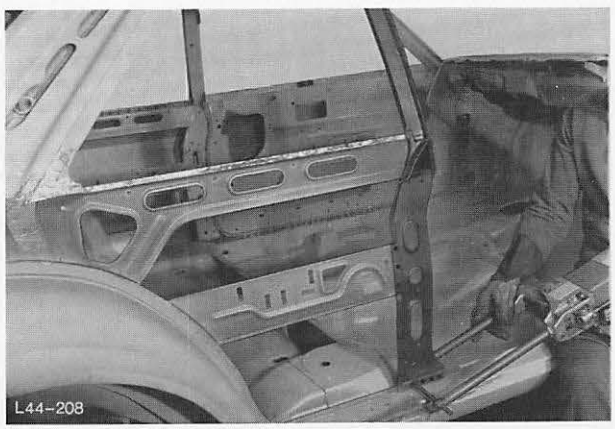

Abb. 223 B-Säule punktschweißen
7. B-Säule an zugänglichen Schweißstellen anpunkten, Abb. 223.